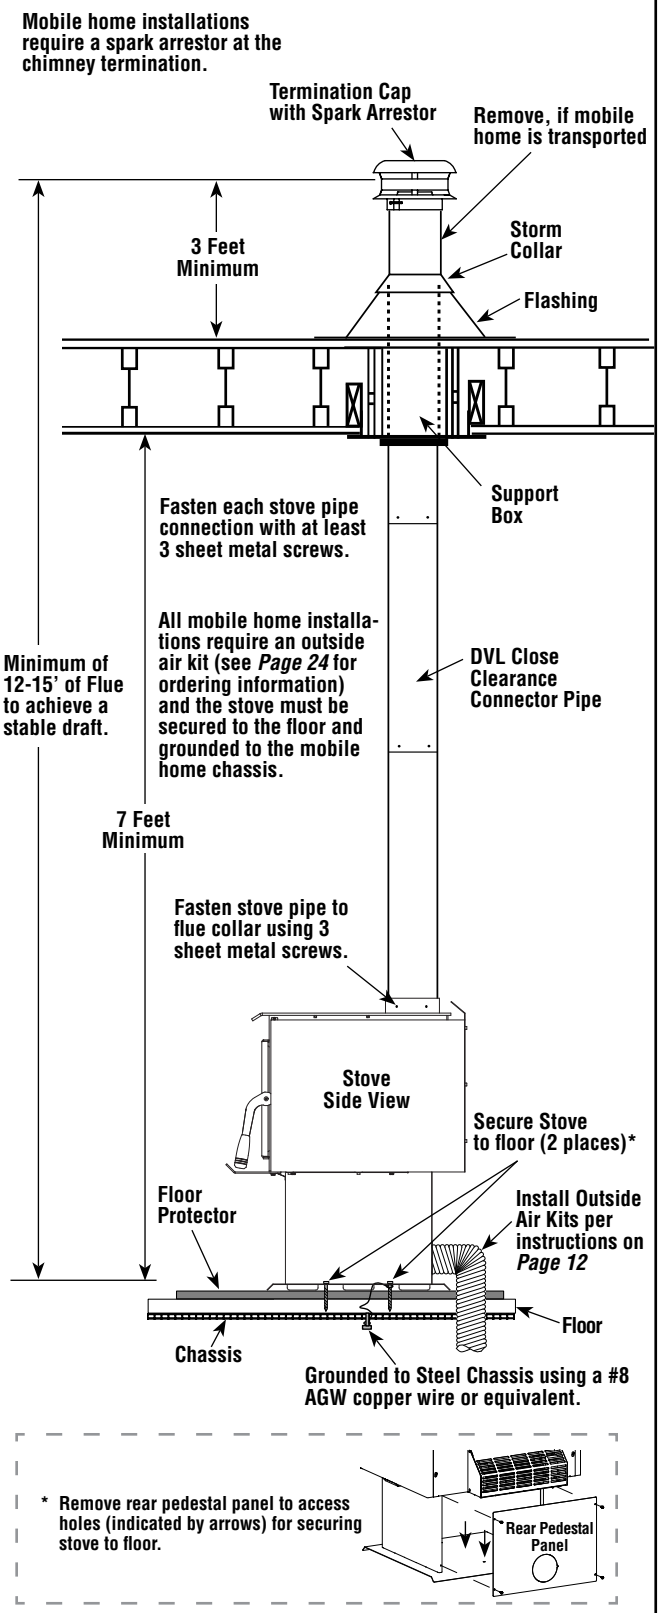

***Figure 8 - Typical Installation***
## Manufactured Home Installations *(ref. **Figure 8**)*
1. **(Manufactured Home Installations Only)** Secure stove to floor per instructions in ***Figure 8*** on ***Page 10***.
**See *Figure 8 on Page 10* for additional Manufactured Home requirements.**